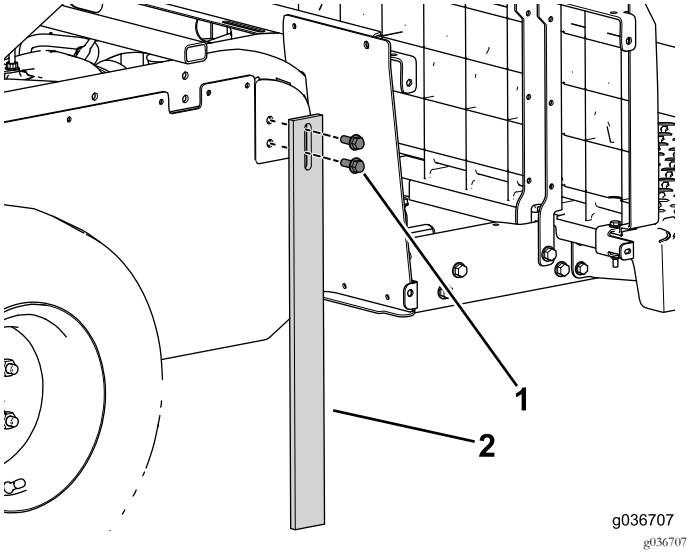

Figur 62
1. Monter støttebeinet til maskinen (Figur 62).